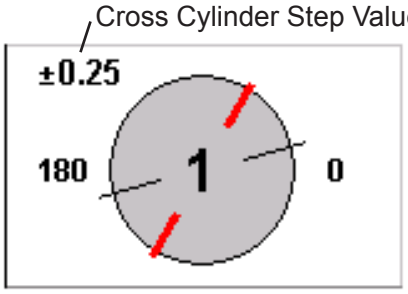

Figure IU-5, Step Value
1. The default setting is ±0.25D. Refer to Figure IU-5.